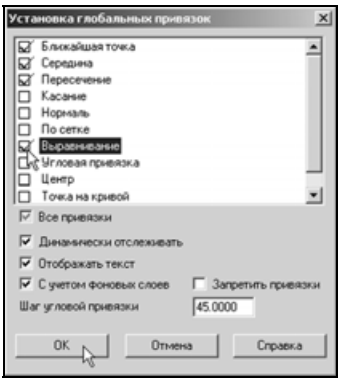

Рис. 5.71
- Щелкните на кнопке **Установка глобальных приязок** на панели **Текущее состояние**. В диалоге настройки дополнительно включите привязку **Выравнивание** (рис. 5.71).